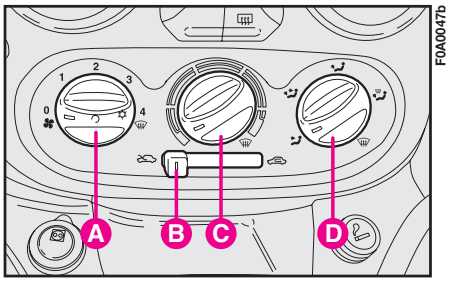

fig. 78
If the vehicle has a climate control system, you are recommended to adjust the controls as described above and press button **A-fig. 78** to speed up the demisting process.
### CONTROLS fig. 78
**IMPORTANT** The manual climate control system is very useful for speeding up the demising process because it dries the air. Simply adjust the controls for the demisting function (see previous section) and switch the manual climate control system on by pressing knob **A-fig. 78**.
**5)** Climate control system: press knob **C-fig. 78**.